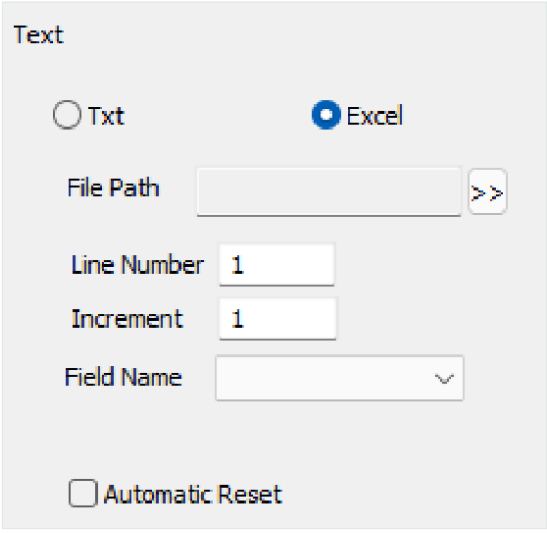

Figura 11-33 EXCEL
- **EXCEL:** al seleccionar un archivo de Excel, se muestra el contenido de la Figura 11-33. El usuario debe establecer el nombre del archivo, el nombre del campo y el número de línea del texto actual que se va a procesar.